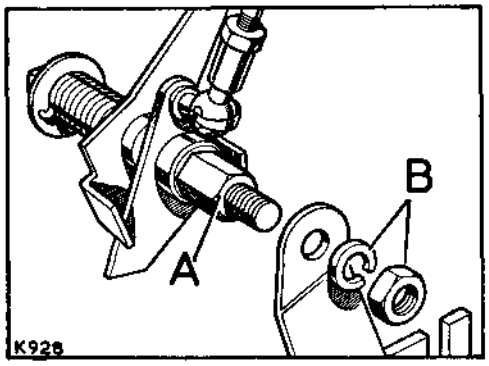

**Fig. G1-43. Throttle linkage**
8. LHStg, 2¼ litre petrol models only—Connect the throttle linkage, see Fig. G1-43.